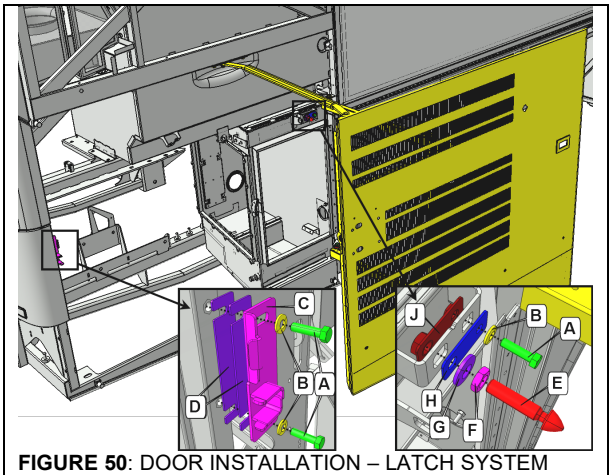

**FIGURE 50**: DOOR INSTALLATION – LATCH SYSTEM
1. To adjust the position, the door must be free to move without any restriction. For this reason, remove pin E and strike plate C (Figure 50).